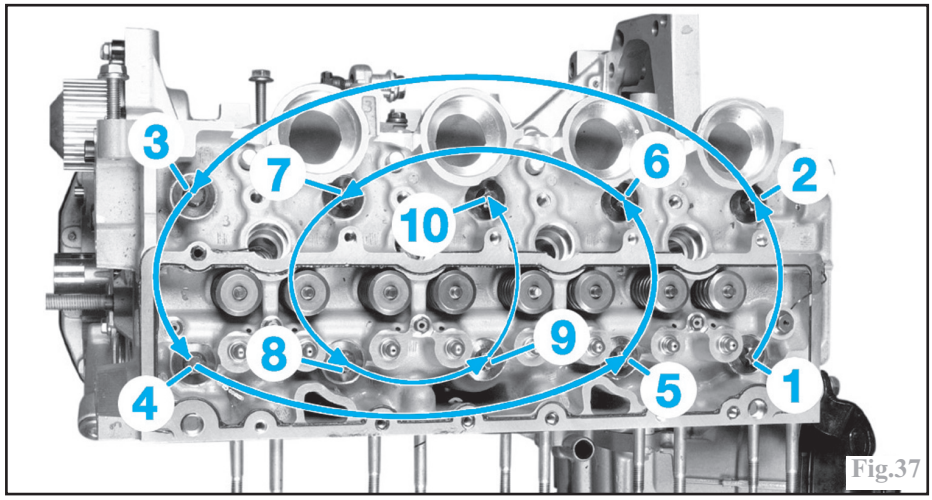

Fig.37
-les pions butée de bride d'injecteurs (16) en prenant soin de repérer leur position.
-les vis de culasse dans l'ordre indiqué (Fig.37).